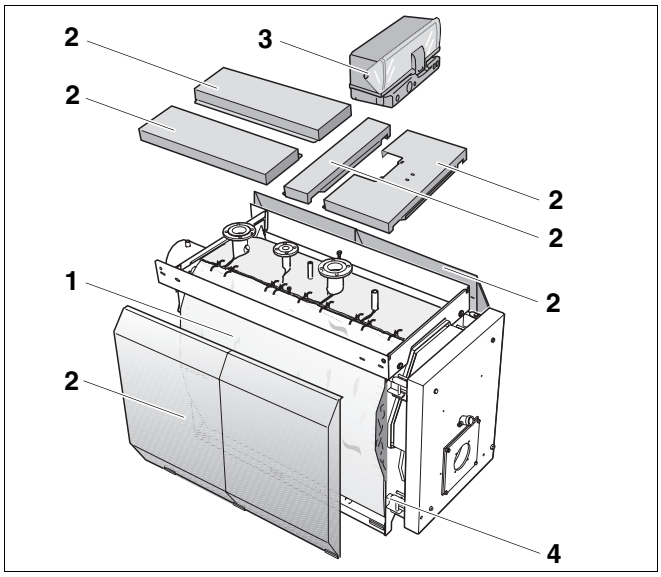
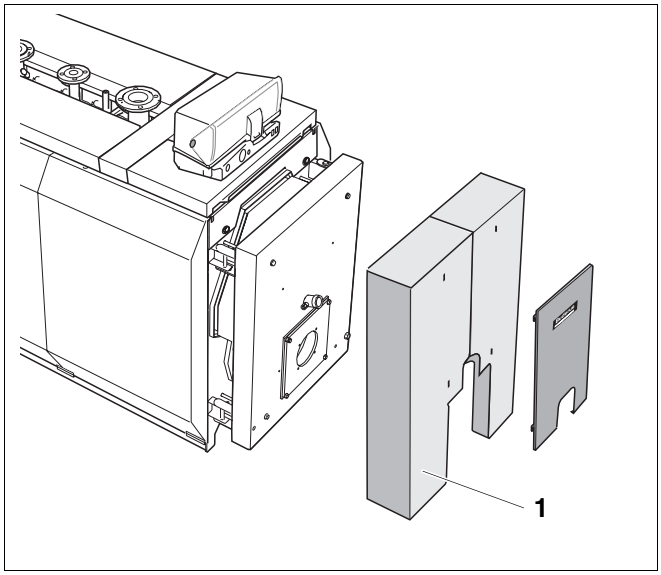

Rys. 1 Kocioł olejowy/gazowy Logano S635
Rys. 2 Kocioł grzewczy olejowy/gazowy Logano S635
Głównymi elementami kotła olejowego/gazowego Logano S635 (rys. 1) są:
– Korpus kotła (rys. 1, **poz. 4**) w połączeniu z palnikiem.
– Płaszcz kotła (rys. 1, **poz. 2**), izolacja cieplna (rys. 1, **poz. 1**) i płaszcz drzwiczek kotła (rys. 2, **poz. 1**).
– Sterownik (akcesoria – rys. 1, **poz. 3**).